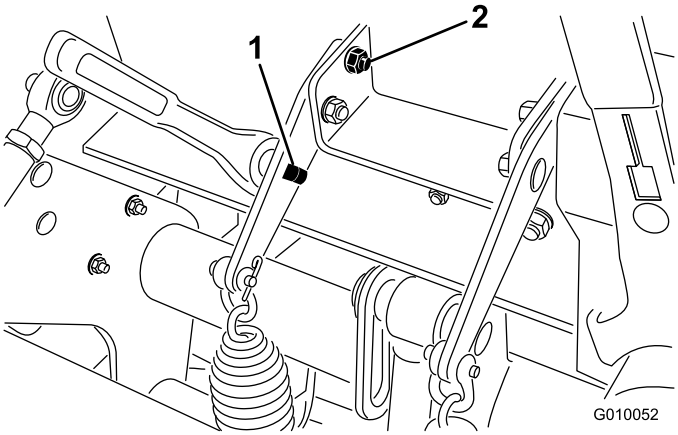

Figur 37
2. Før inn en 1/2-tommes sperrenøkkel eller brytestang inn i det firkantede hullet i fjærplaten (Figur 37).